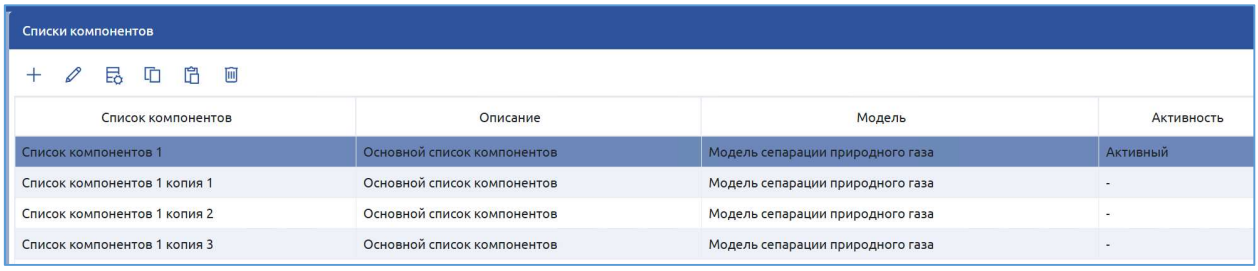

Рисунок 33. Копии Списка компонентов
2. Выполнить команду «Вставить» для вставки копии Списка компонентов. В результате в экранной форме «Списки компонентов» будет отображена новая копия (Рисунок 33). Копии списка компонентов всегда создаются в статусе «Неактивный».